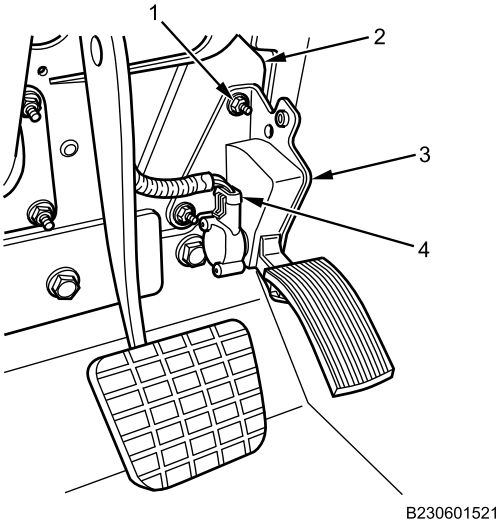

Figure 2. APS.
1. Install APS (Figure 2, Item 3) on bracket (Figure 2, Item 2) with two nuts (Figure 2, Item 1). Tighten and secure.
2. Connect electrical connector (Figure 2, Item 4) on APS (Figure 2, Item 3).